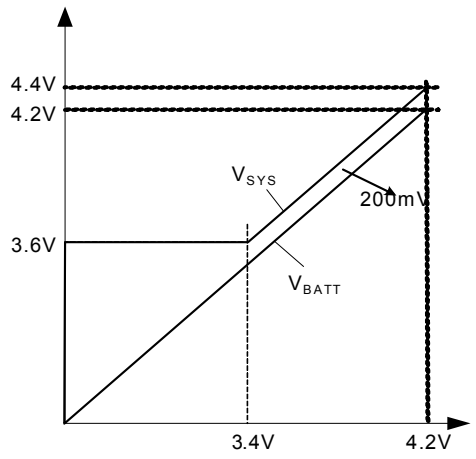

Figure 2 — MP 2617B SYS Regulation Output
2) If BATT<3.4V, V_{SYS} is fixed at 3.6V to power the system immediately even when a drained battery is inserted to be charged. Figure 2 shows the relationship of V_{SYS} vs. V_{BATT}.
System voltage can also be regulated to any value between 4.08V to 4.4V in MP2617B (4.22V to 4.63V in MP2617A) by using a resistor divider on the SYSFB pin. This is shown as R6 and R7 in Figure 10. If the SYSFB is left floating, the system program is invalid, and V_{SYS} is regulated as Figure 2.